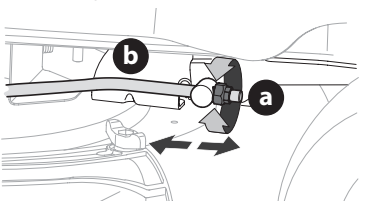

Figura 16
3. Ubique la tuerca de seguridad con brida en el extremo frontal de la varilla de elevación de la PTO (b) (Figura 16).